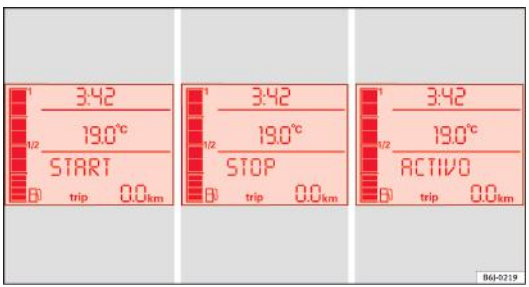

Fig. 110 Afişajul de pe panoul de instrumente în cursul activării funcției Start-Stop. ▶
– Pe ecranul din panoul de instrumente sunt afişate informații despre starea funcției Start-Stop ⇒ fig. 110.